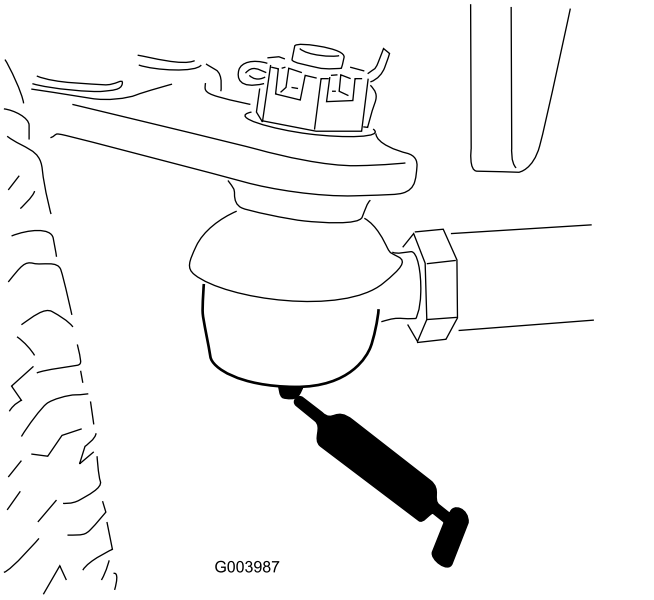

Figur 42
- Bagakslens forbindelsesstang (2) (Figur 42)